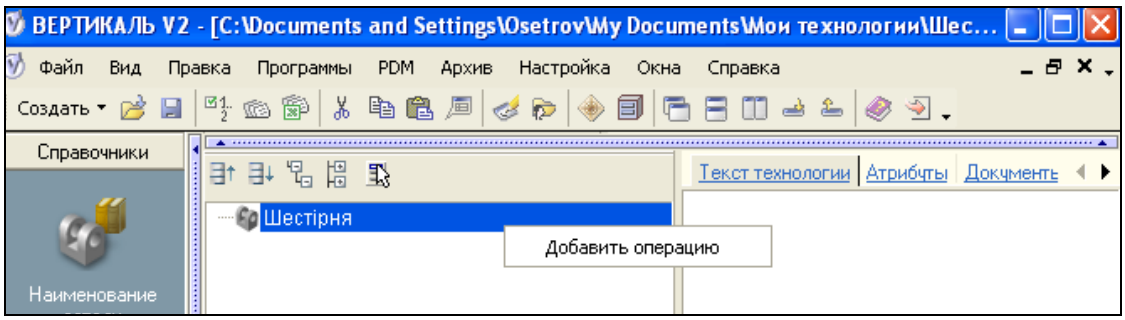

Рисунок 5.1 – Додавання нової операції до техпроцесу
2. У контекстному меню вибрати пункт **Добавить операцию** (рис. 5.1).